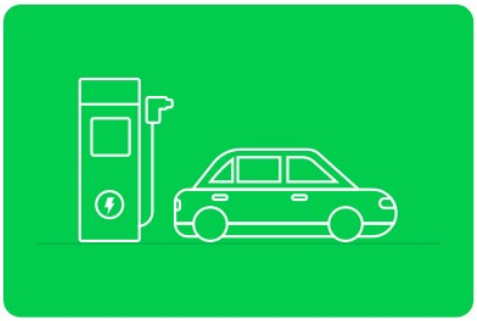
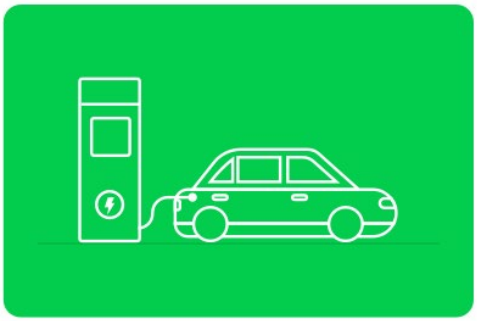

Figure 29 Unplugged state
Figure 30 The gun is not inserted
1. Take out the plug gun, insert the charging gun into the charging port of the vehicle, and the screen icon changes at this time (as shown in Figure 29 and Figure 30)